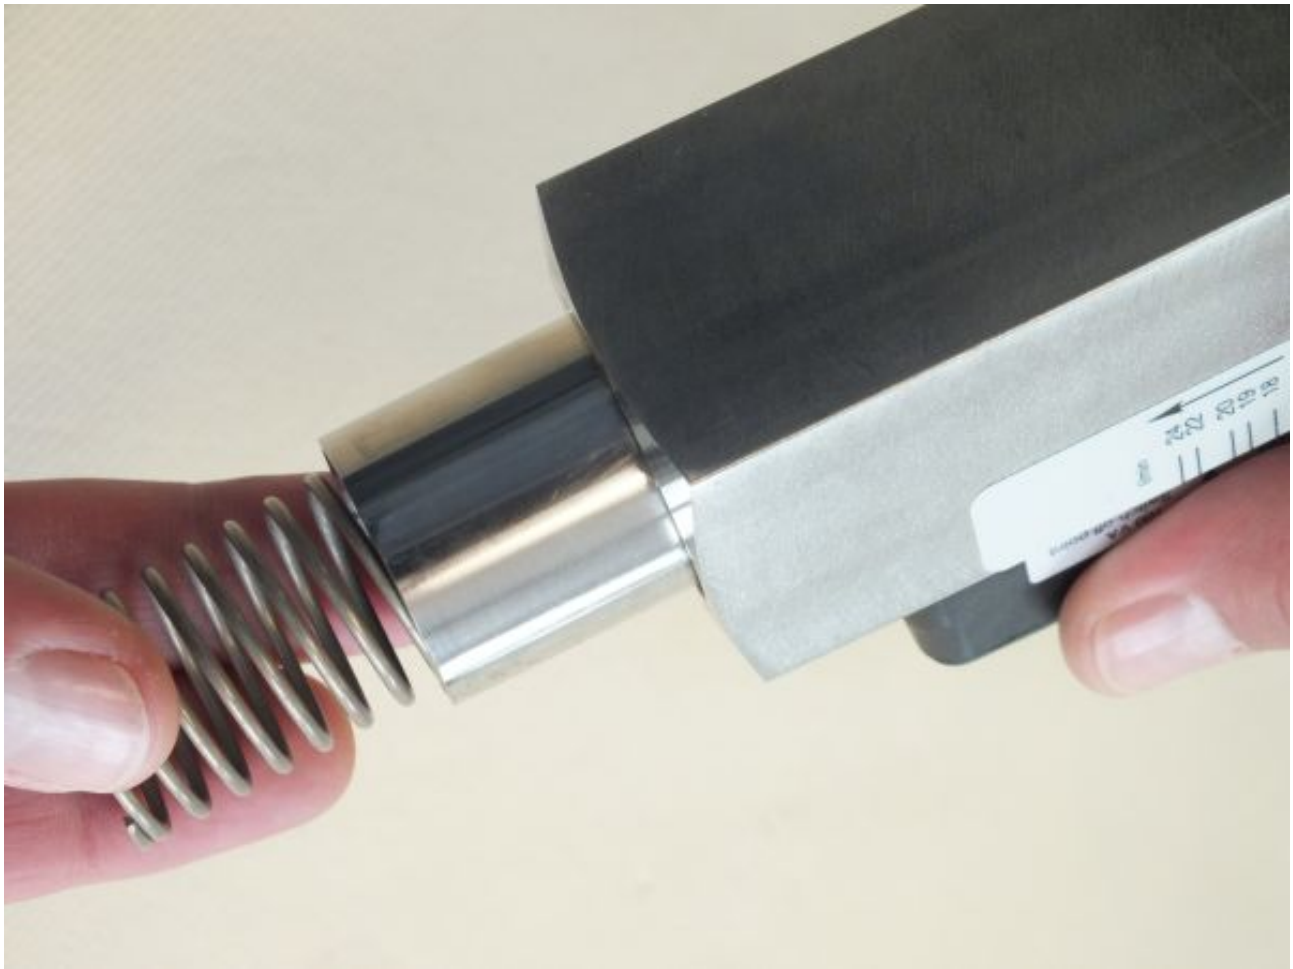

Fig. 51: Remove inner parts
11. Carefully turn the device body 180° and remove the inner parts (float, magnets and spring) (*Fig. 51*)